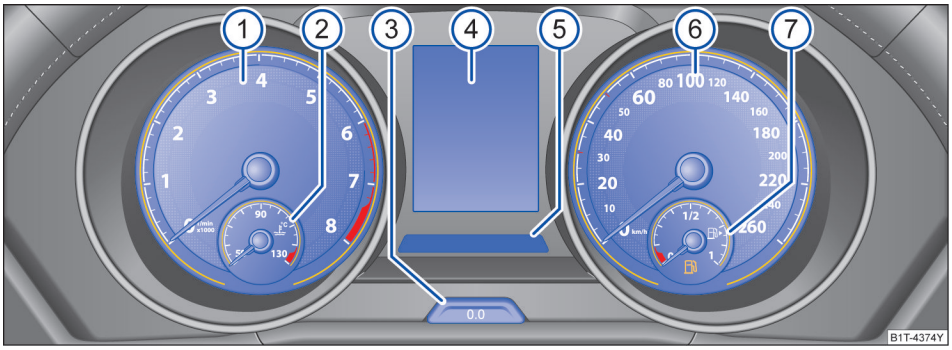

图 9 仪表概览
关于仪表的解释 →图 9：
视汽车装备而定，在显示屏→ 图 9 ④中可以显示不同的信息：
– 按压一下按钮→ 图 9③可将单程记录仪清零。
如需显示蓄电池电量，则可在点火开关关闭的情况下按住按钮→ 图 9③，直至显示屏显示 SOC 。